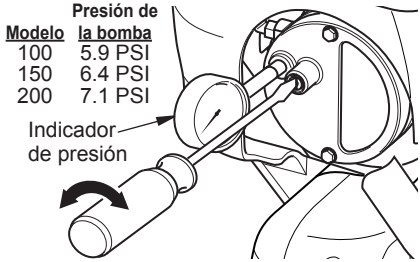

Figura 22 - Ajuste de la presión de la bomba
4. Ajuste la presión. Gire la válvula de purga hacia la derecha para aumentar la presión. Gírela hacia la izquierda para disminuir la presión. Consulte las especificaciones de presión correcta de cada modelo (consulte la figura 22).